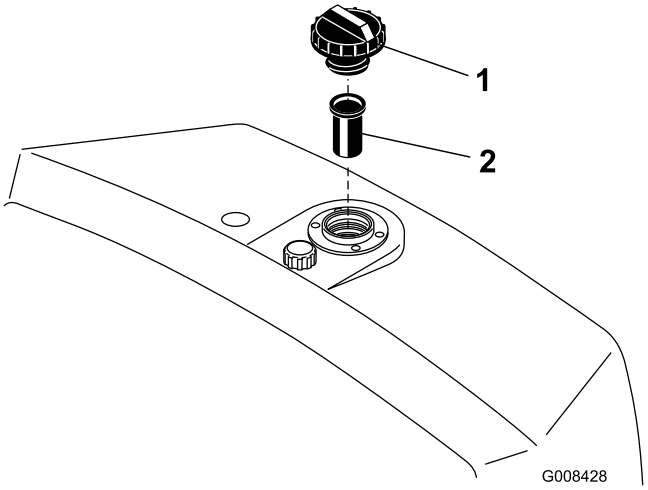

**Figur 26**
2. Tag målepinden ud af røret igen, og kontroller oliestanden. Væskestanden skal nå op til bunden af påfyldningsfilteret i påfyldningstudsen (Figur 26).